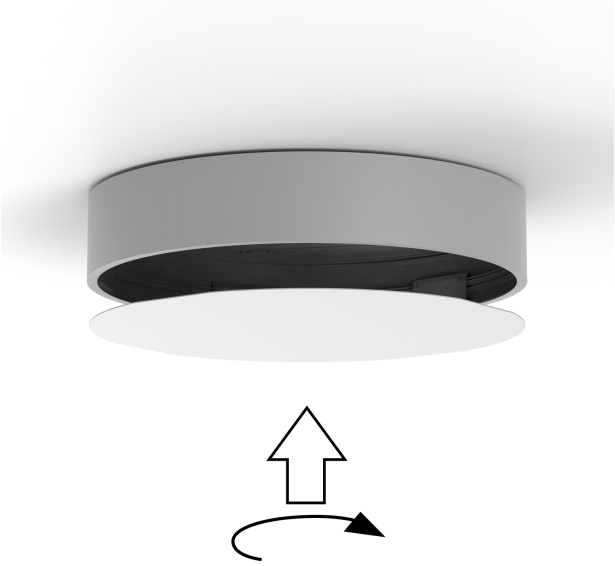

Рис.3
6. Снять с рассеивателя защитную пленку, завести внутрь корпуса светильника глянцевой стороной вниз. Для того, что бы рассеиватель равномерно располагался в светильнике, необходимо прокрутить его на несколько градусов см. Рисунок 3.